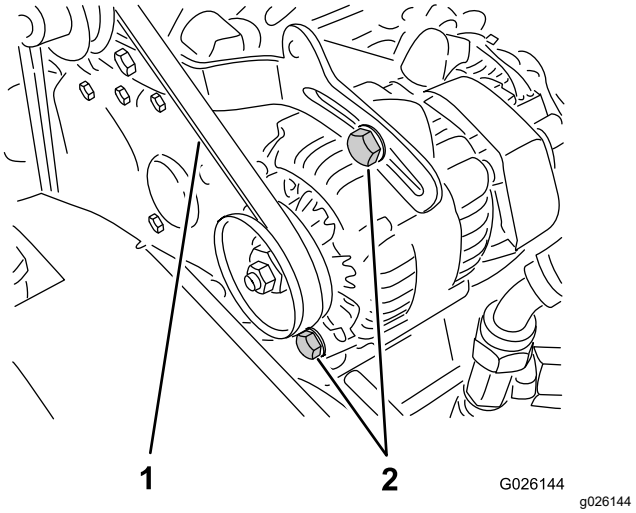

**Figur 62**
2. Kontrollera spänningen genom att trycka ner remmen mitt emellan vevaxel- och generatorskivorna med en kraft på 10 kg (Figur 62).
A. Lossa de två fästbultarna till generatorn (Figur 62).
B. Vrid generatorn med hjälp av en bändstång tills korrekt remspänning erhålls och dra därefter åt fästbultarna (Figur 62).